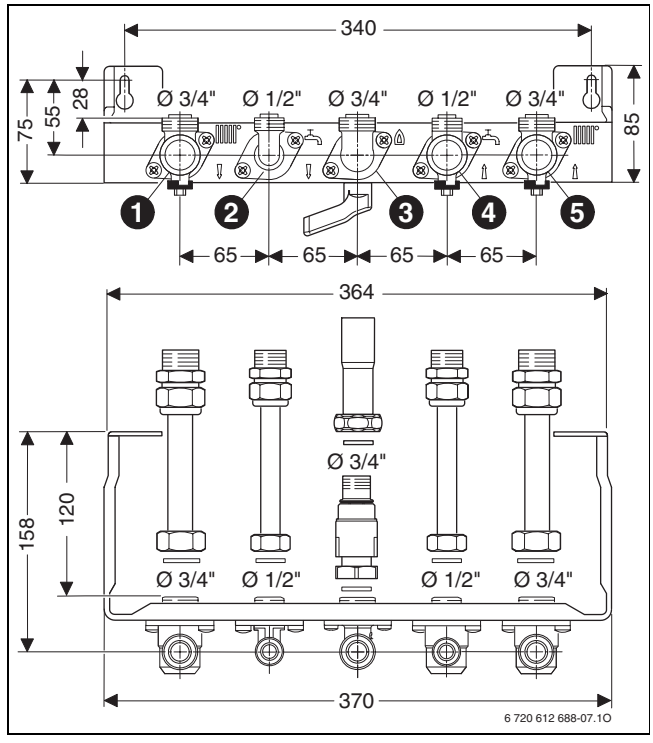

*Fig. 10 Piastra di allacciamento e montaggio, acc. nr. 893/12*
**Legenda di fig. 10:**
- tappare i 2 raccordi femmina Ø 1/2 " presso la caldaia (ovvero i 2 raccordi che sono previsti per essere collegati ai riferimenti 2 e 4 delle figure 10 oppure 11). In alternativa, montare tra i 2 raccordi succitati, l'accessorio opzionale nr. 1113.